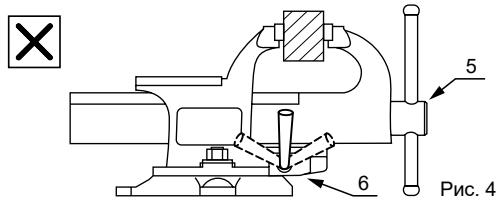

Рис. 4
Запрещено использовать силовую рукоять (5) для зажима деталей, если рычаг (6) находится в одном из промежуточных положений (не в режиме зажима с усилием), как показано на Рис. 4.